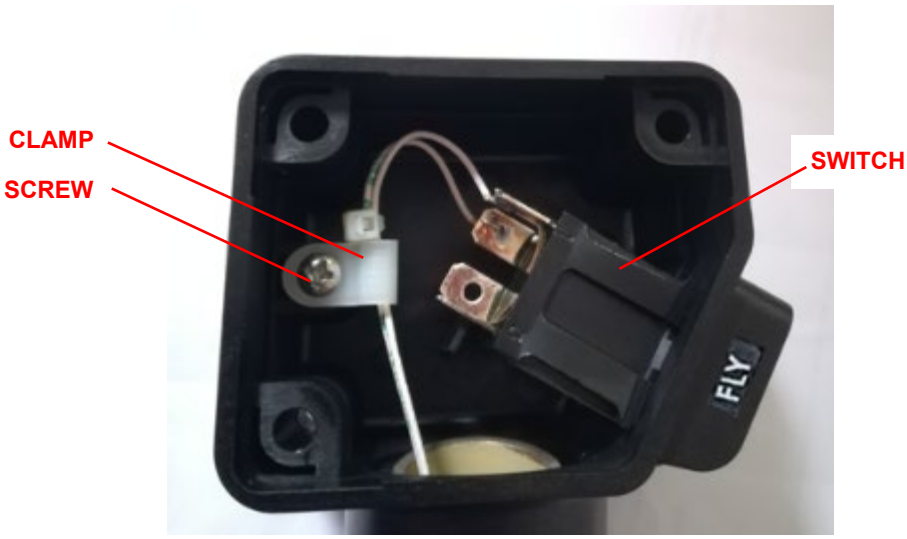

Figure 2 – Internal layout of the grip
3. Refer to Figure 2. Remove the screw internal to the grip and remove the plastic clamp from the wires.
18. Refer to Figure 2. Put the wires in the plastic clamp and install it with the screw.